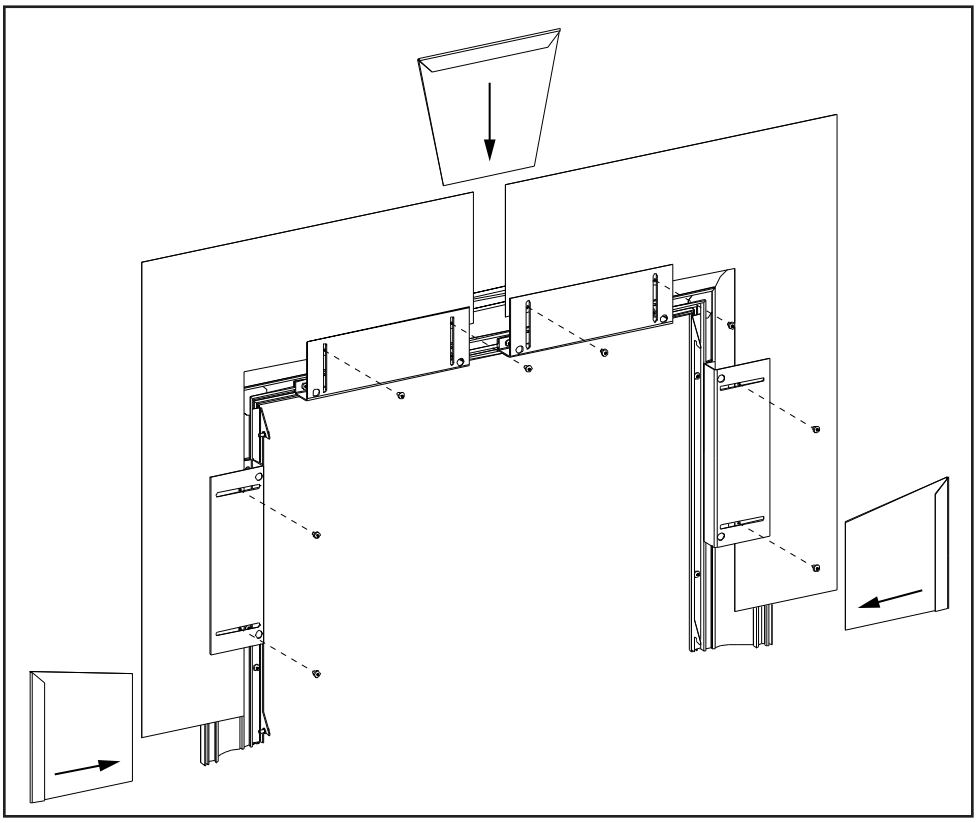

Figure 63: Installing Surround Corners, Keystone, & Covers.
11. Line the ends of the surround corners with the marks from step 9. Move the mounting brackets until the holes on the surround line up with the slots on the mounting brackets. When everything is lined up, secure the surround to the mounting brackets with eight (8) #8 T-20 screws (see Figure 63). Also tighten the eight (8) screws from step 9.
12. Center the keystone over the gap at the top of the trim and slide it into place. Slide the side covers over the bottoms of the sides so the cover will be as low as the trim (see Figure 63).